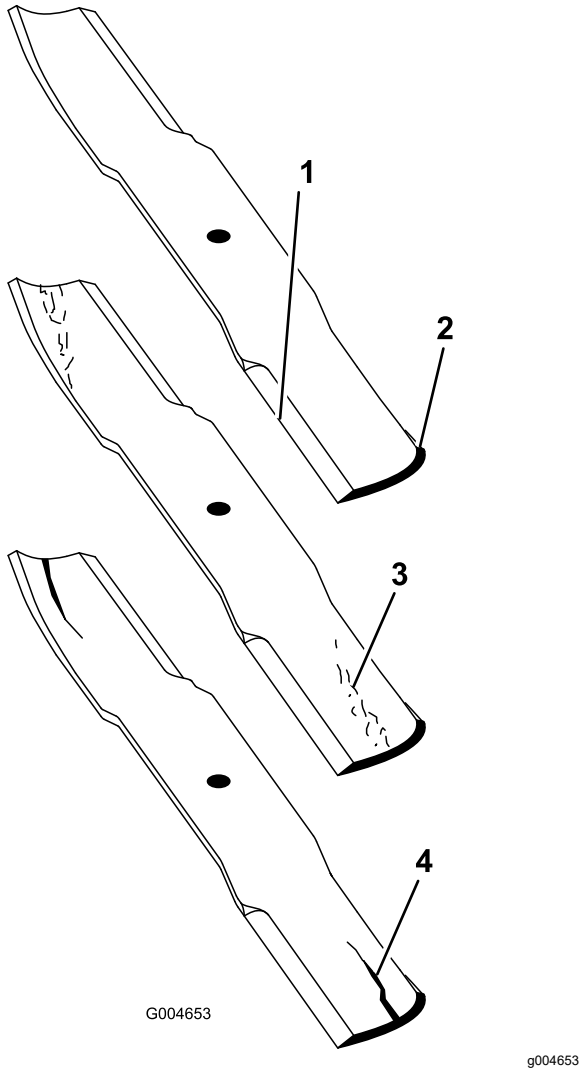

Figur 124
2. Undersøg omhyggeligt skæreknivens skær, især der hvor den flade side og den buede side mødes (Figur 124).
Bemærk: Da sand og slibematerialer kan slide det metal, der forbinder den flade og den buede del af skærekniven, væk, skal skærekniven kontrolleres, før plæneklipperen anvendes. Hvis der opdages tegn på slitage (Figur 124), skal kniven udskiftes.